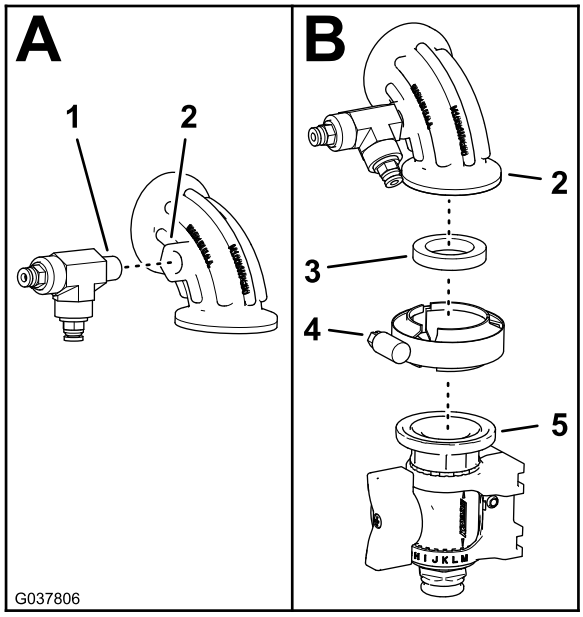

Figuur 88
5. Monteer de T-fitting die u verwijderd hebt in stap 4 van De druksensorbuis en toevoerslang loskoppelen – Optioneel spuitpistool of elektrische slanghaspel (bladz. 8) in de 90°-knie met een drukaansluiting (Figuur 88).
6. Monteer de 90°-knie op de flensafsluitklep (Figuur 88) met een pakking – 25 x 35 mm en een flensklem – 40 tot 64 mm.